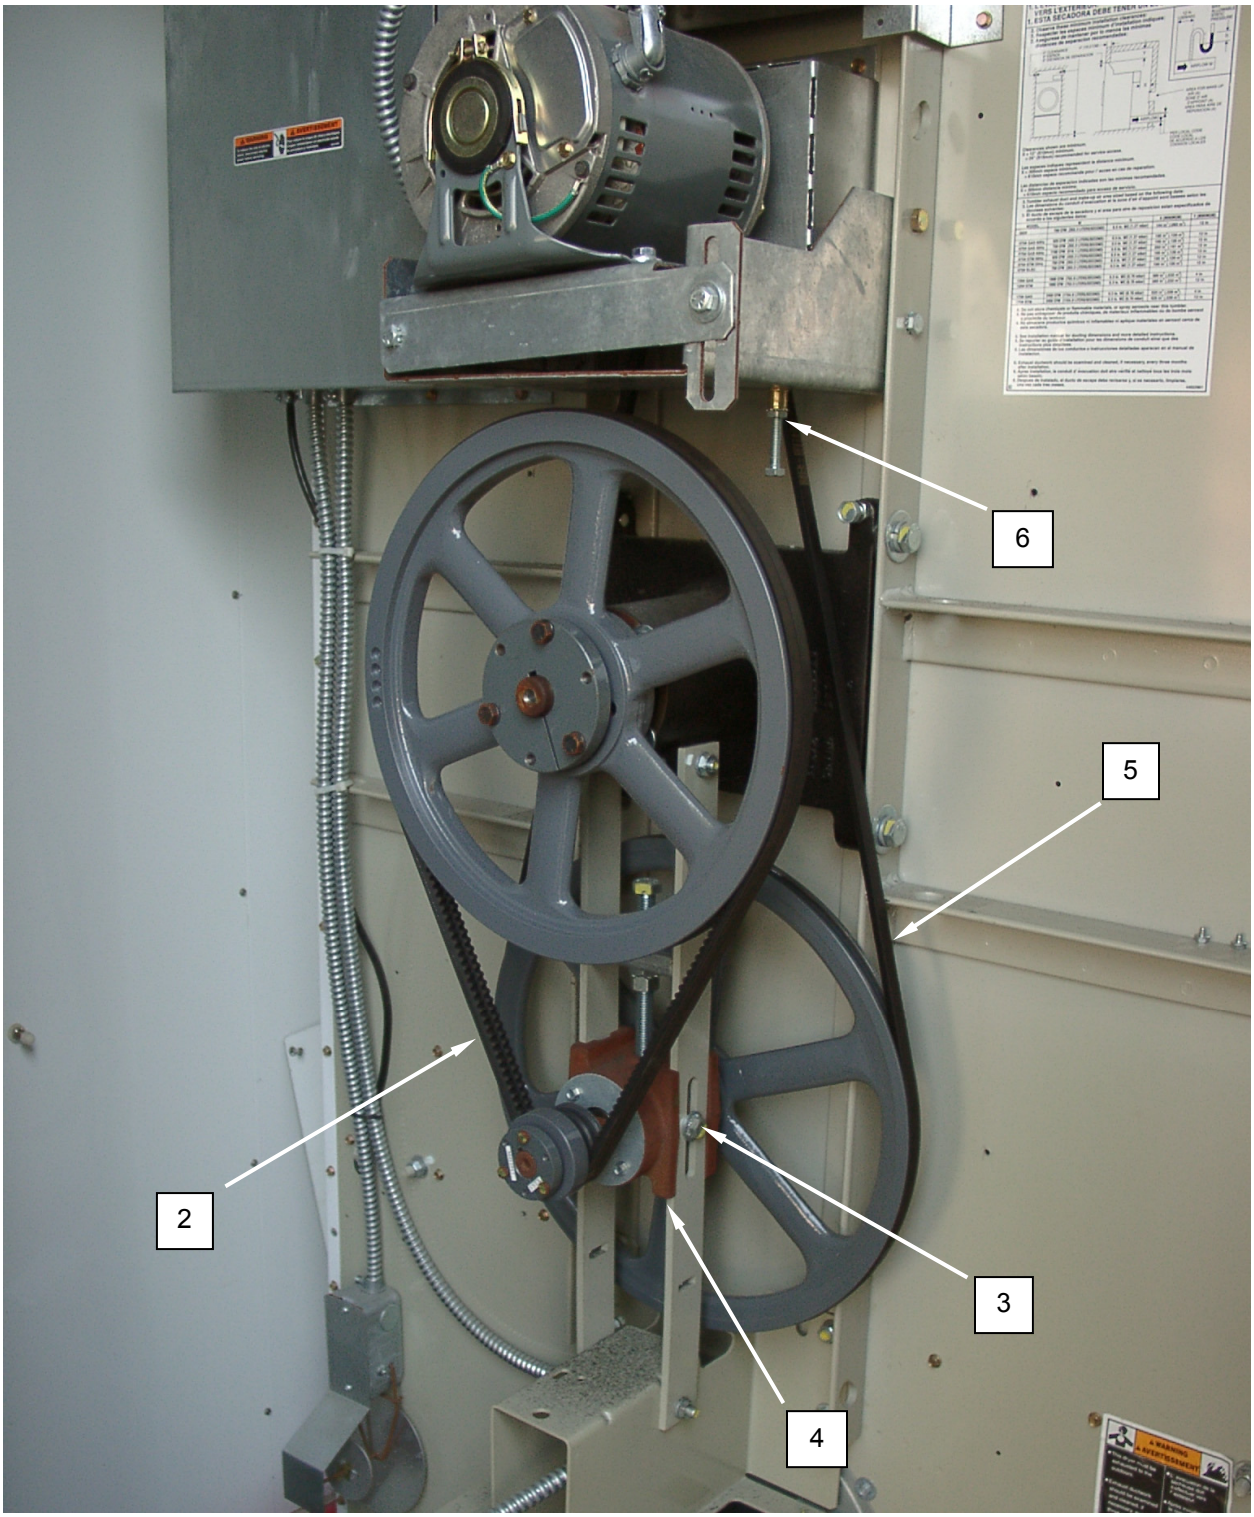

Figure 2. Adjust the Dryer Drive Belts.
3. Adjust outer belt **(Figure 2, Item 2)** first by loosening pulley adjusting screws **(Figure 2, Item 3)**, increasing or easing tension on belt by moving idler housing **(Figure 2, Item 4)** up or down, and locking idler housing in place. A correctly adjusted belt should have approximately ½-inch deflection.
4. Adjust inner belt **(Figure 2, Item 5)** by loosening motor adjustment **(Figure 2, Item 6)**, increasing or easing tension as necessary by moving motor up or down, and locking motor in place. A correctly adjusted belt should have approximately ½-inch deflection.